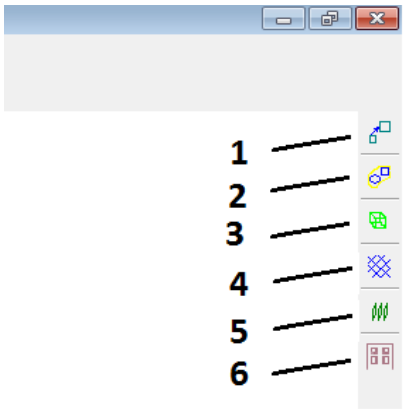

Рисунок 4.14 – Панель инструментов для работы с элементами каркаса, построения сетки и геометрии здания
- открыть инструмент «Здание» (6, Рисунок 4.14). Если геометрия здания создается впервые, необходимо зайти в меню «Файл» и выбрать пункт «Новый» (Рисунок 4.69). После чего появится в окне «Здание» элемент «Здание»;